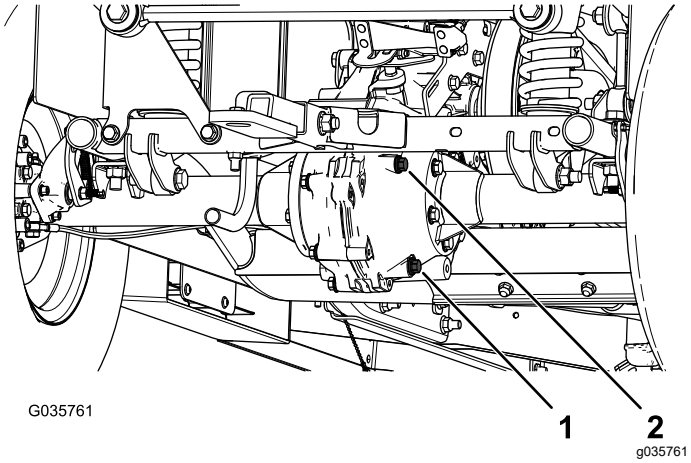

Figuur 60
4. Verwijder de vulplug op de transaxle (Figuur 60).
5. Als het vloeistofpeil te laag is, verwijder dan de vulplug en vul bij met de aanbevolen vloeistof tot deze uit de opening stroomt (Figuur 60).
1. Plaats een opvangbak onder de aftapplug (Figuur 60).
2. Verwijder de vulplug en de pakking (Figuur 60).
3. Verwijder de aftapplug en de pakking, en laat alle vloeistof weglopen (Figuur 60).